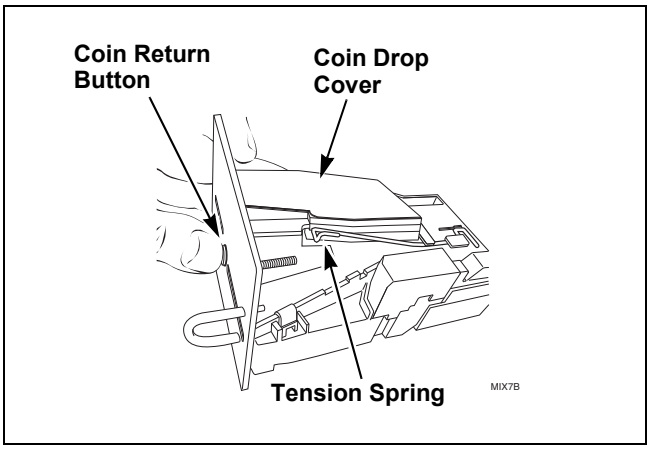
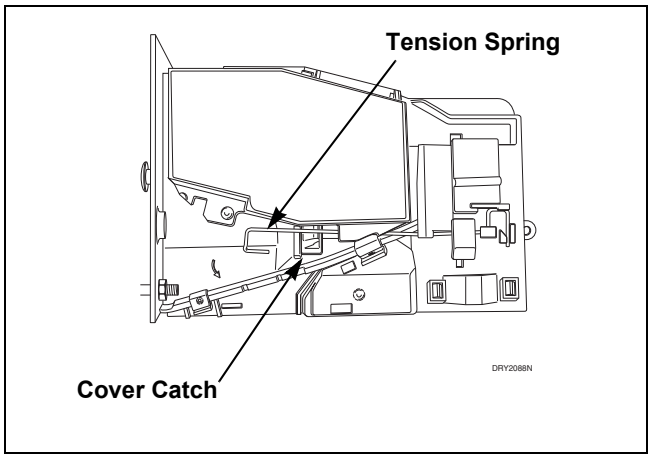
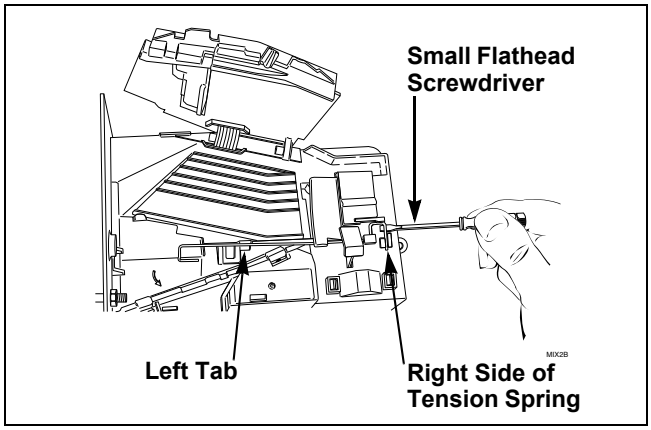

Figure 2
Figure 4
Figure 5
(1) Clean coin drop. Refer to *Paragraph 62*.
(2) On electronic coin drops with an old-style tension spring (shown in *Figure 2* and *Figure 4*), test and replace tension spring using the following instructions.
(1) Push coin return button to open and close coin drop cover to clear possible coin jams. Refer to *Figure 2*.
(1) Move tension spring downward until cover catch is free. Refer to *Figure 4*.
(2) Open cover for coin drop.
(3) Place a small flathead screwdriver under right side of tension spring and lift up. Refer to *Figure 5*.
(4) Use screwdriver to move spring approximately 3 mm to left.
(5) Lift spring over left tab. Refer to *Figure 5*.
(13) Lift spring gently to place in position under left tab.
(14) Push spring to right until it snaps into position. Refer to *Figure 5*.
(15) Close coin drop cover.
(16) Move tension spring over cover catch. Refer to *Figure 4*.